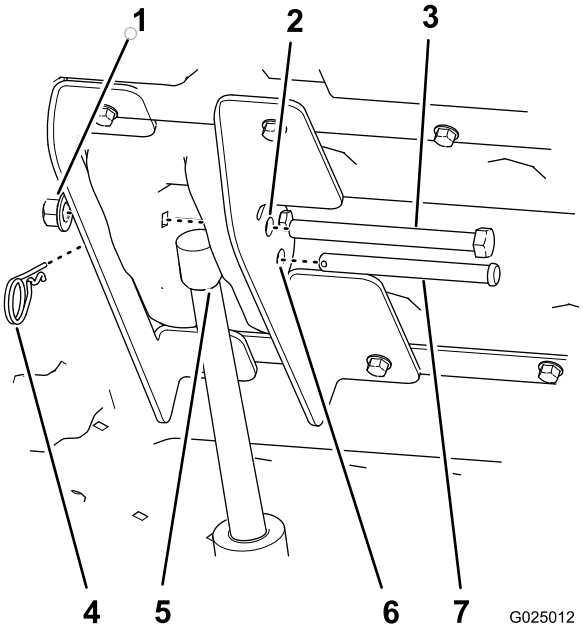

Figure 9
7. Press the up paddle the bed-lift switch to extend the rod of the lift actuator rod until the hole in the rod is aligns with the holes in the inboard and outboard-lift brackets (Figure 9).
8. Secure the lift-actuator rod to the lift brackets with clevis pin (3-1/2 inch) and hairpin (Figure 9).
outboard-lift brackets (Figure 9) and secure it with a nut (1/2 inch) until the flange nut is snug.
2. Remove the hair pin cotter and clevis pin securing the actuator rod to the inboard and outboard-lift brackets (Figure 9).
7. Lower the box and align the lift actuator to the lift brackets (Figure 9).
8. Secure the lift actuator to the lift brackets with the clevis pin and hairpin (Figure 9).